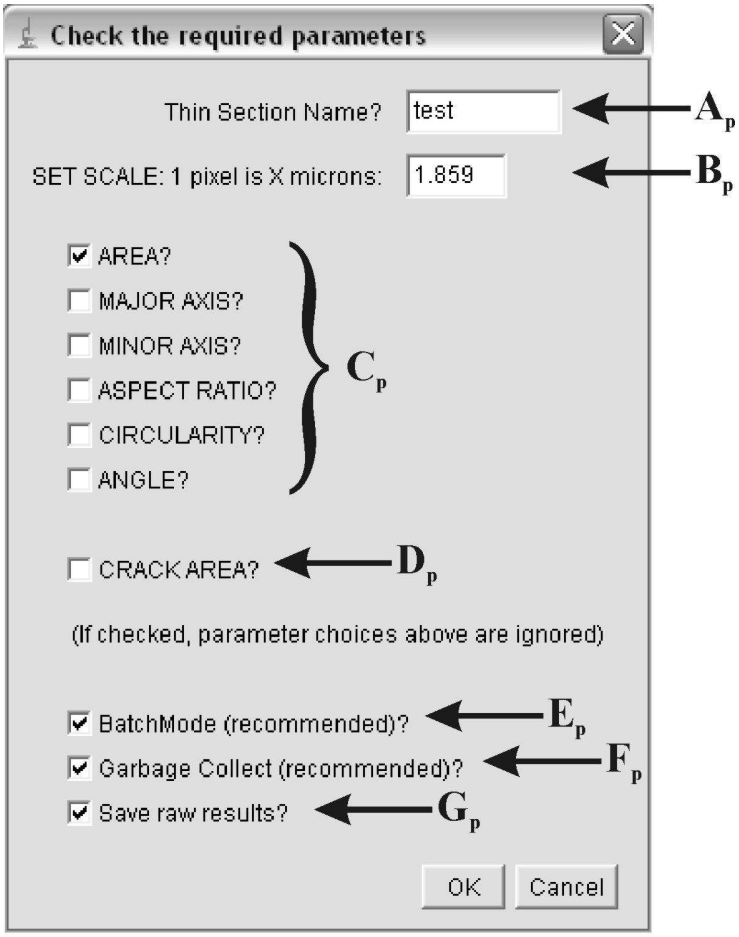

Figure B2. The parameter Control Panel
- You are presented with the following control panel (Fig. B2):